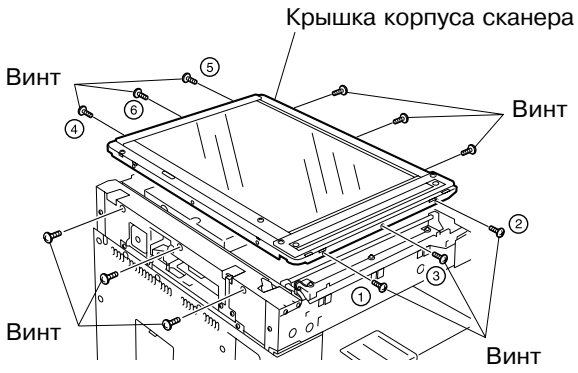

Рис. 7-8-19 052
9. Освободите кабель лампы. (См.Рис. 7-8-19 - 7-8-22)
7. Снимите кабель лампы. (См.Рис. 7-8-19 - 7-8-22)